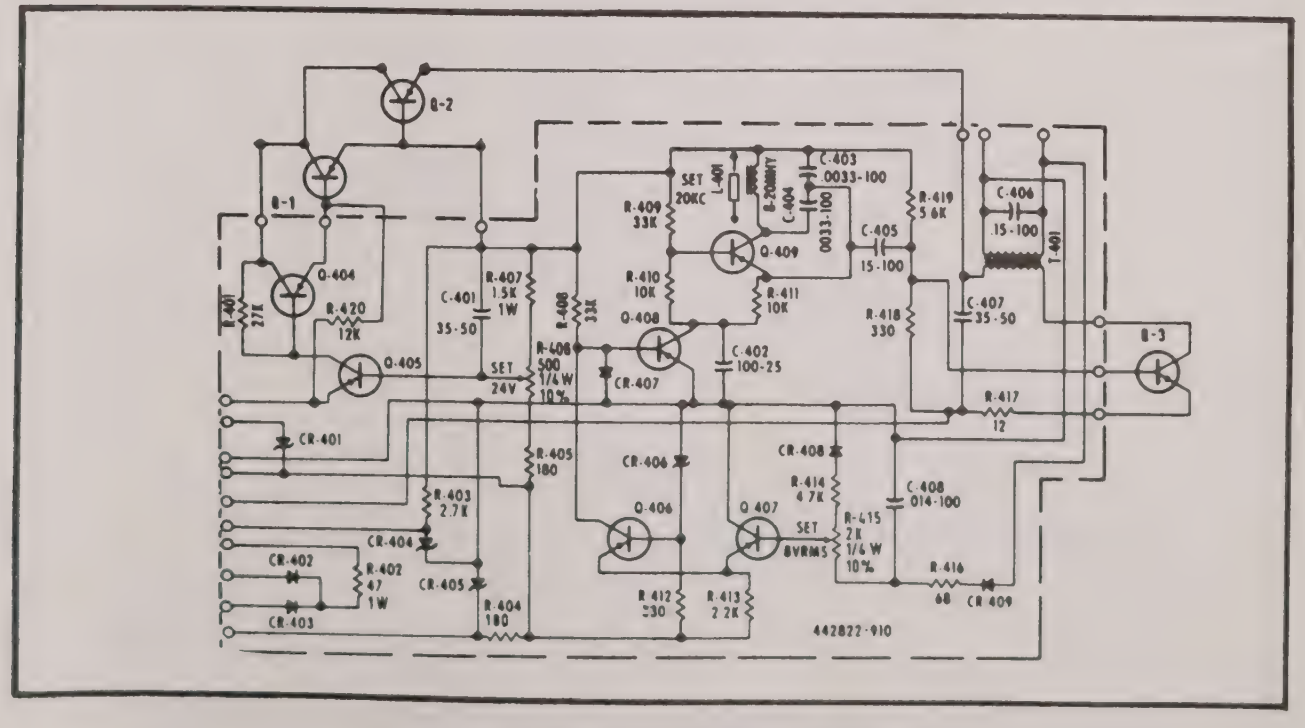

FIGURE 4-5 REGULATED POWER SUPPLY
2. Regulator Power Supply (Fig. 4-5). Transistors Q-404, Q-405, Q-1 and associated circuitry comprise a voltage regulator referenced by a zener diode CR-401 and adjusted by R-406 SET 24 to provide regulated 24 volts.